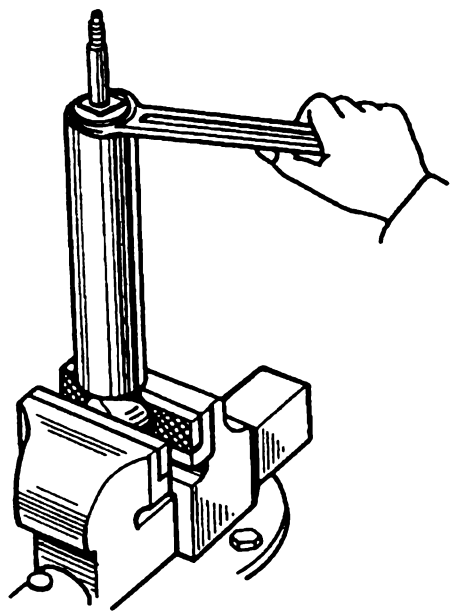

Рис. 162. Отвертывание гайки резервуара амортизатора
1. Зажмите амортизатор в тиски за нижнюю проушину в вертикальном положении, как показано на рис. 162.